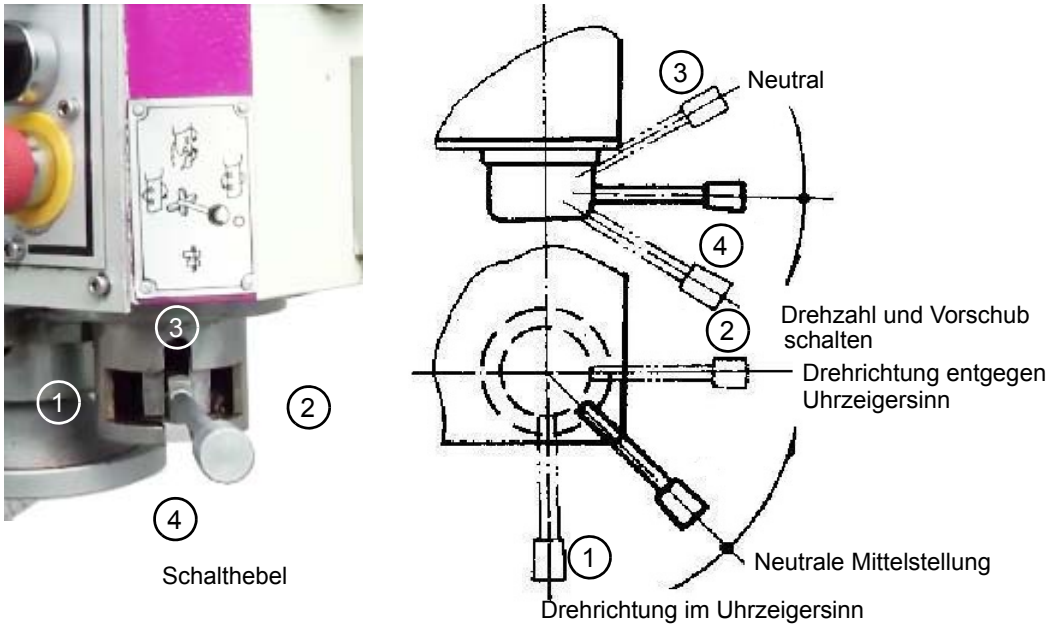
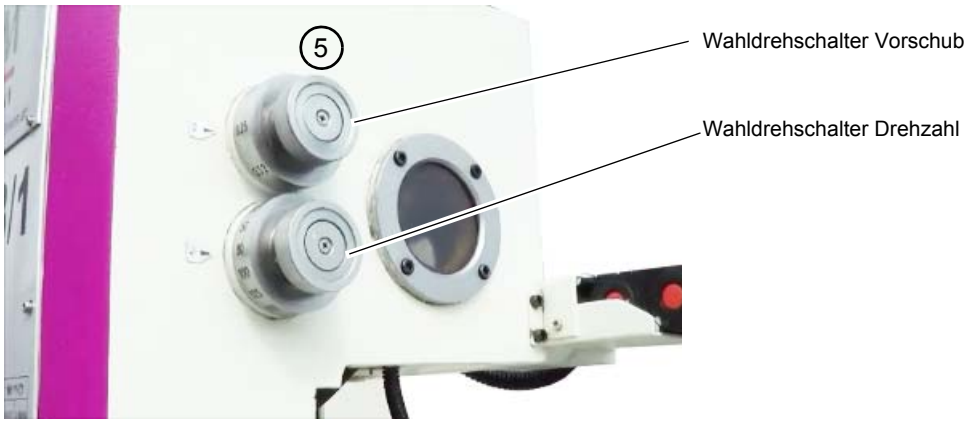

Abb. 4-4: Spindeldrehrichtung, Spindeldrehzahl und Vorschub schalten
Abb. 4-5: Vorauswahl Spindeldrehzahl und Spindelvorschub
➜ Wählen Sie den Vorschub [mm/min] am Wahldrehschalter (5) aus. ☞ „Abb.4-5: Vorauswahl Spindeldrehzahl und Spindelvorschub“ auf Seite 33. Der Vorschub wird dann mit dem Schalthebel (4) eingelegt. ☞ „Abb.4-4: Spindeldrehrichtung, Spindeldrehzahl und Vorschub schalten“ auf Seite 33.